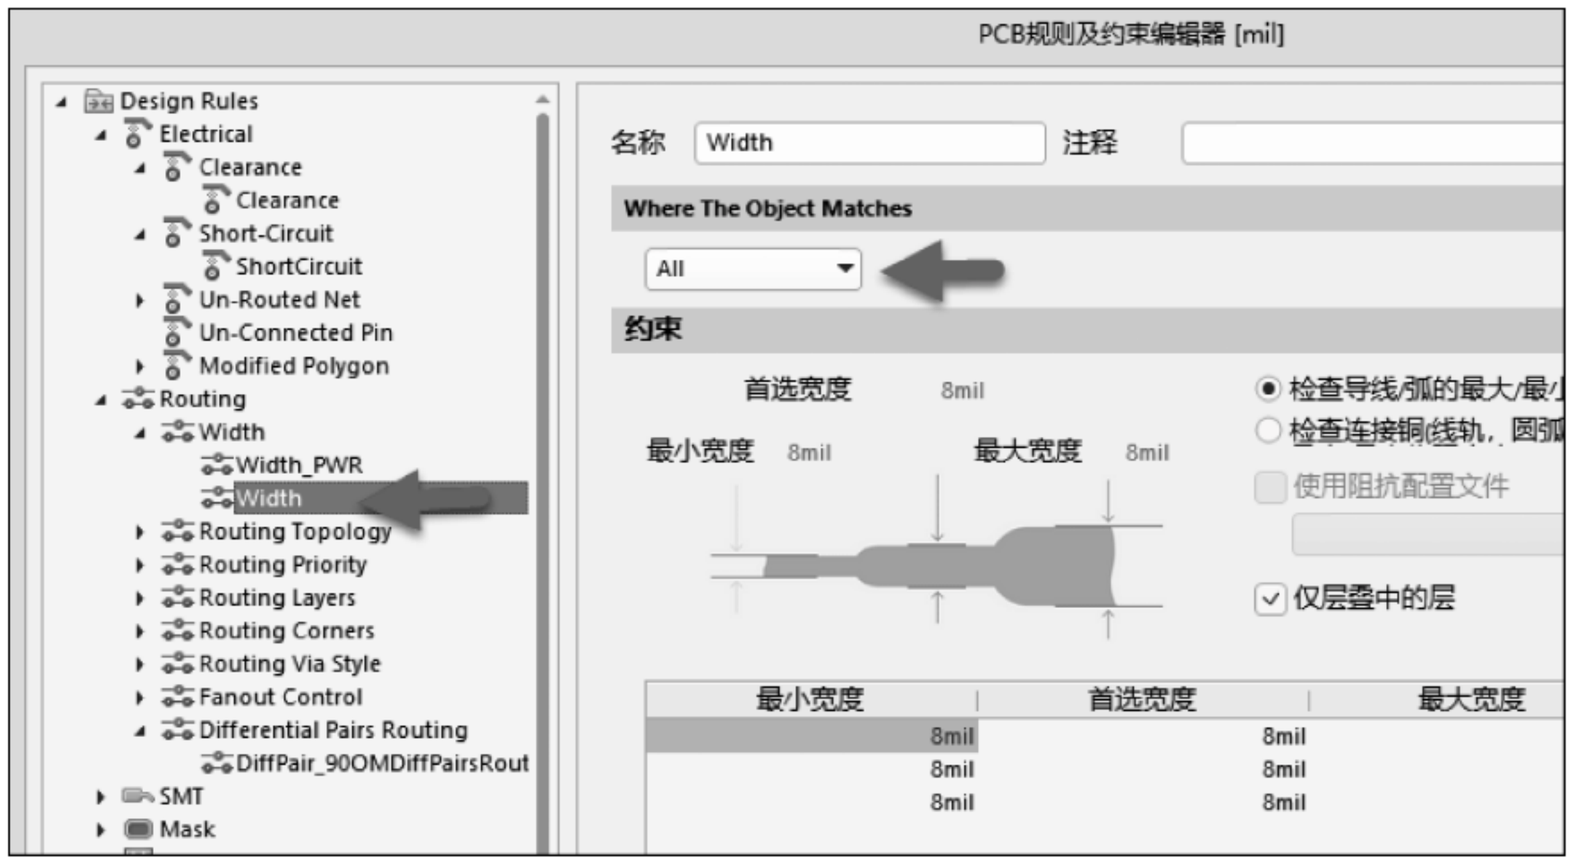

图 6-29　常规信号线宽规则
(2) 线宽规则设置
① 在 Width 中设置信号线宽为 8mil,如图 6-29 所示。